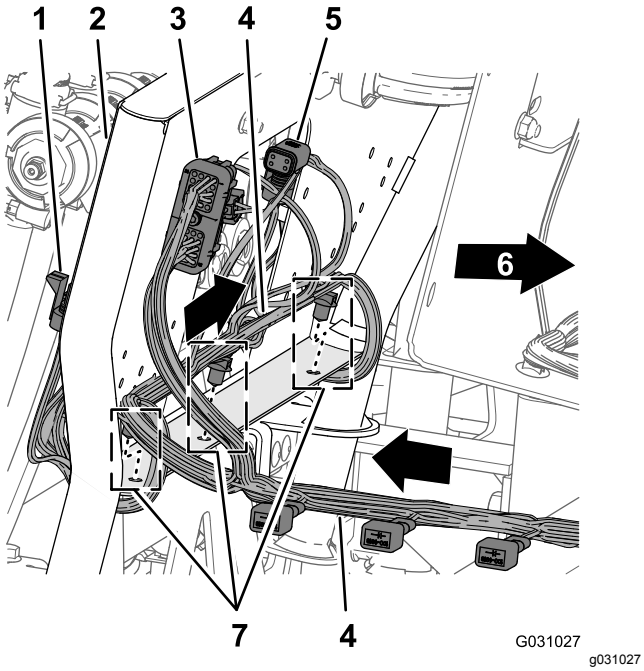

**Figur 126**
1. Før 203 cm afgreningen af ledningsnettet langs bagsiden af 10-ventilbeslaget med de 10 konnektorer til dyseventilerne bagud og under ventilerne (Figur 126).
2. Sæt de grantræsformede ankre på 203 cm afgreningen af ledningsnettet i hullerne i den nedre flange på 10-ventilbeslaget (Figur 126).